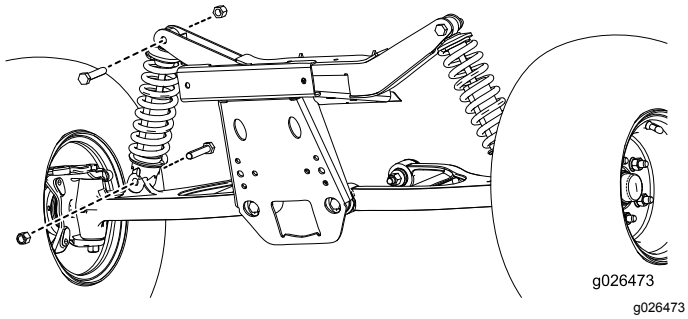

Figur 2
2. Ta bort den nuvarande stötdämparen i enlighet med Figur 2.